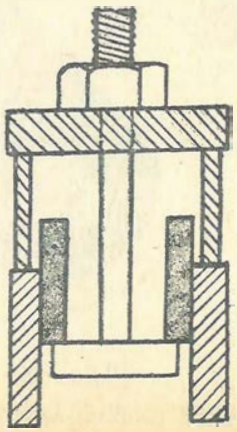

Fig. 8
1) Si la pieza es grande, con un extractor como el indicado en la Fig. 8
Por la parte inferior del casquillo, se introduce el vástago atornillándolo con la tuerca en la armadura; al girar la tuerca y apretarla, la base del vástago presiona sobre el casquillo y a medida que se va apretando la tuerca, este va saliendo (Fig. 8).